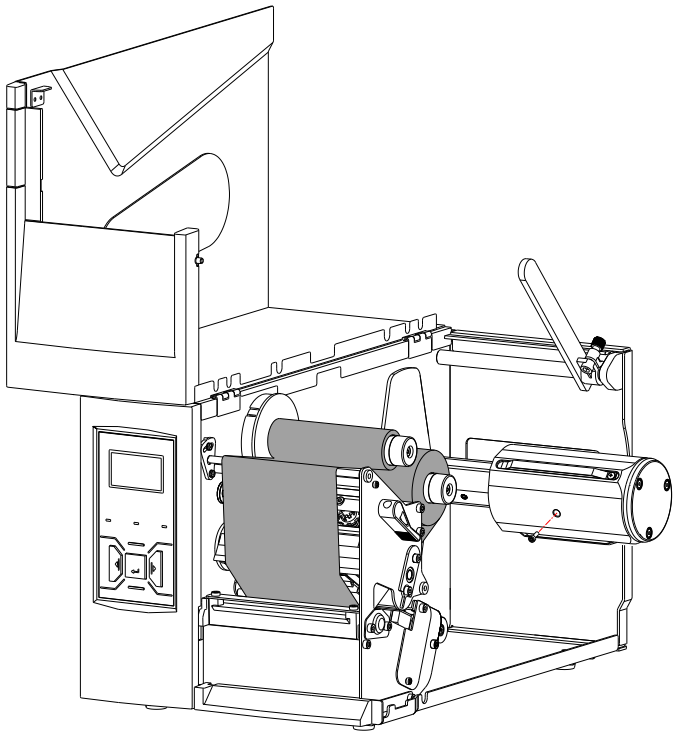

Figure 2-13 Removing the 3″ core adapter
1. Remove the 3″ core adapter. Refer to Figure 2-13. Use the Allen wrench bundled with the printer to remove the screw securing the 3″ core adapter, and then slide the 3″ core adapter out to remove it from the printer.